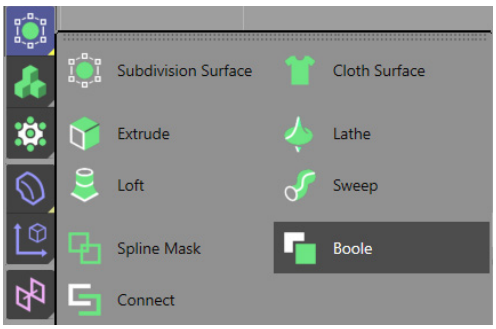

Figure 2-16 *Choosing* ***Boole*** *from the flyout*
9. Press and hold the left mouse button on the **Subdivision Surface** tool in the Command Palette; a flyout is displayed. Next, choose **Boole** from the flyout, as shown in Figure 2-16; *Boole* is added to the Object Manager. Now, select *Extrude.1* and drag the cursor to *Boole*; *Extrude.1* is connected to *Boole*.